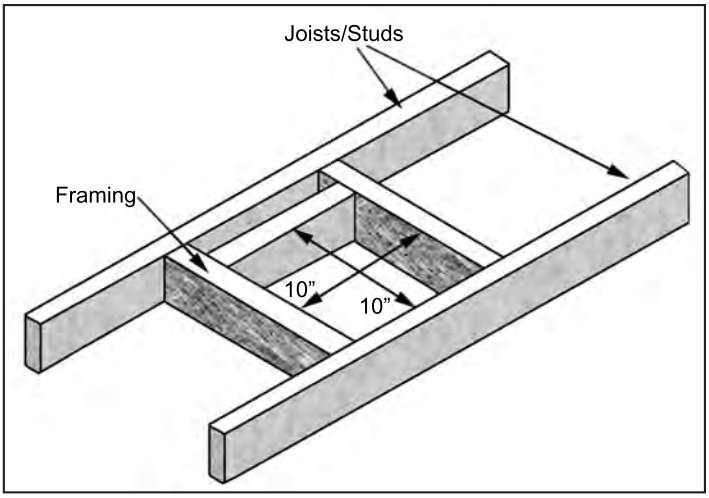
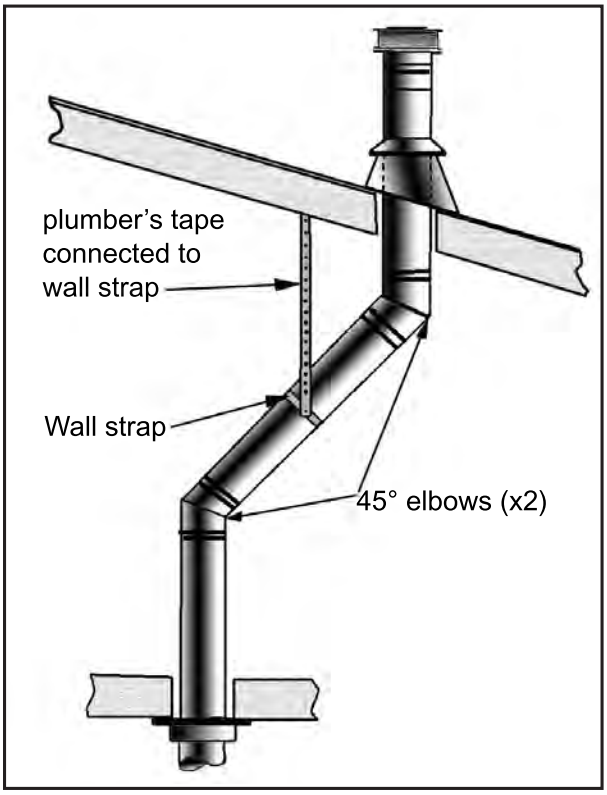
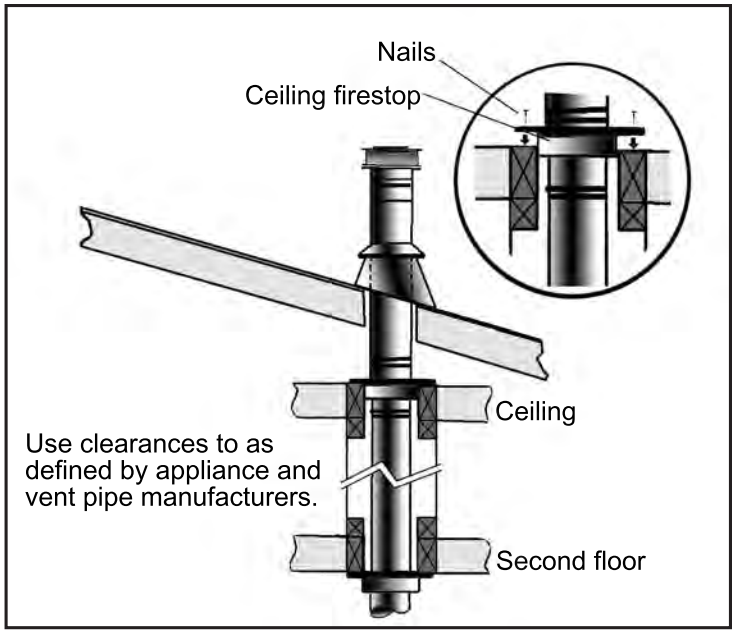

Figure 27. Vent Framing Through Wall/Ceiling
Figure 33: Use of Wall Straps.
Figure 34: Multi-Story Vent Pipe Installation.
4. Frame the hole as shown in Figure 27.
5. Trim the wall thimble to match the wall thickness as necessary. Install the wall thimble and secure it to the inner wall frame using four (4) 1½" wood screws. If a wall is greater than 8" (203mm) in depth, the clearance above the flex must be 4⅜" (111mm)
Step 3. With the pipe in the correct position and attached to the fireplace, mark the wall for a 10 inches (25.4 cm) x 10 inches (25.4 cm) square hole (see Figure 27). The center of the hole should match the center line of the horizontal pipe. Cut and frame the hole in the exterior wall where the vent will be terminated. If the wall being penetrated is made of a non-combustible material (i.e. masonry or concrete) a 7 inches (17.8 cm) hole is acceptable.
Step 3. To install the Round Support Box/Wall Thimble in a flat ceiling, cut a 10 inch (25.4 cm) square hole in the ceiling, centered in the hole drilled in Step 2. Frame the hole as shown in Figure 27.
Table 6: Minimum 'H' for Figure 27
(1) If an offset is necessary in the attic to avoid obstructions, it is important to support the vent pipe every 3 feet (914 mm), to avoid excessive stress on the elbows, and possible separation. Wall straps are available for this purpose (see Figure 33).
(2) When ever possible, use 45° degree elbows instead of 90° degree elbows. The 45° degree elbow offers less restriction to the flow of flue gases and intake air.
(3) For multi story installations; a ceiling firestop is required at the second floor, and any subsequent floors (see Figure 34). The opening should be framed to 10" (254 mm) x 10" (254 mm) inside dimensions, in the same manner as shown in Figure 27.